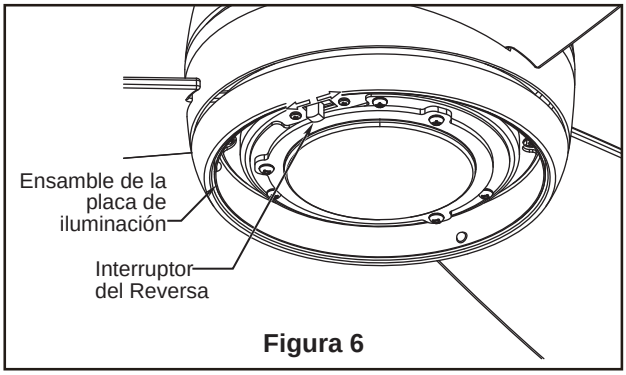

Figura 6
6. Si desea que el flujo de aire se desplace en la dirección opuesta, apague el ventilador y espere a que. Extraiga el vidrio o tapón de plástico desde el ensamble de la placa de iluminación. Luego deslice el conmutador inversor dentro de la placa de iluminación a la posición contraria y vuelva a encender elventilador. (Figura 6)